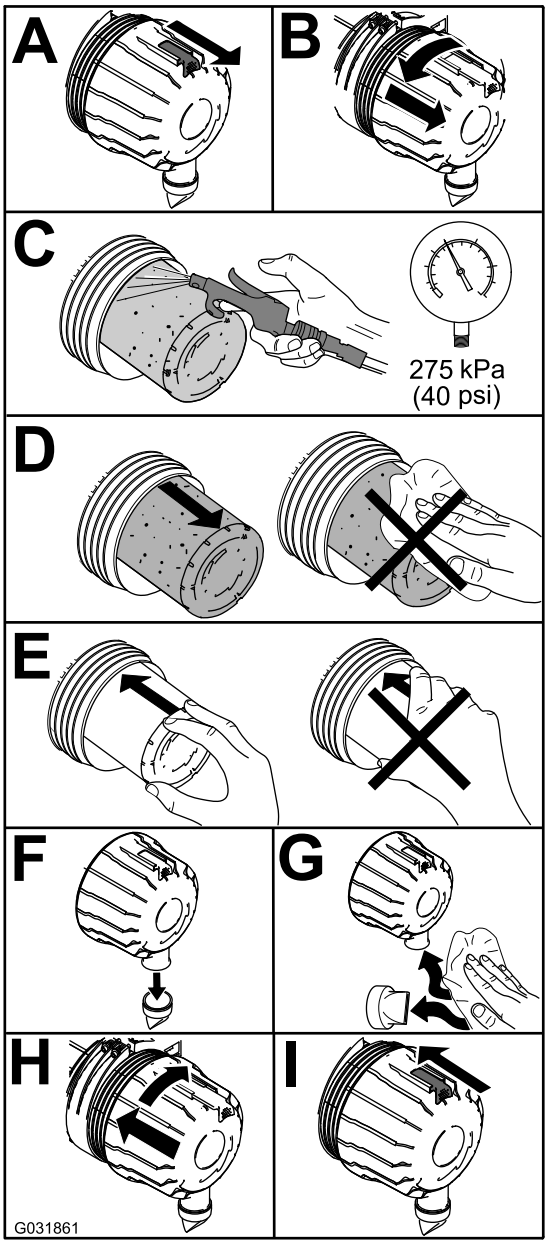

Figuur 48
1. Vervangen van het voorfilter (Figuur 48).